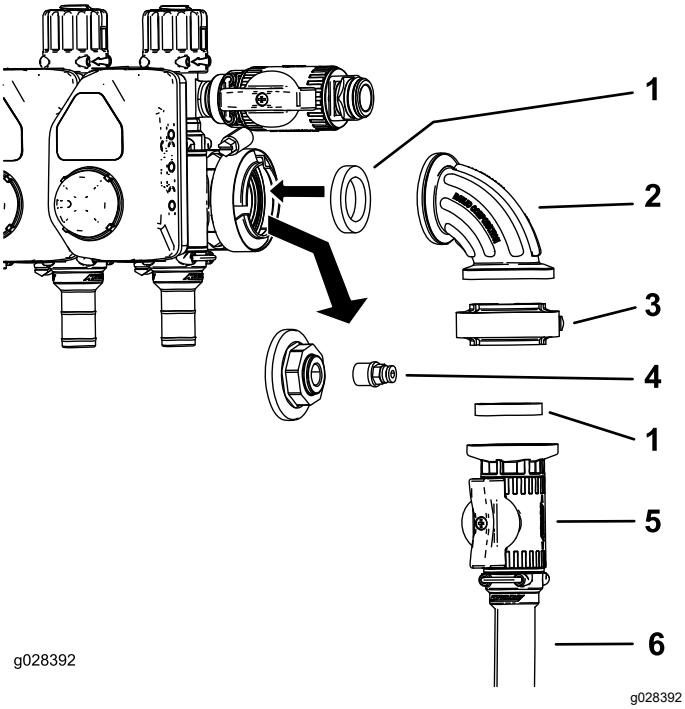
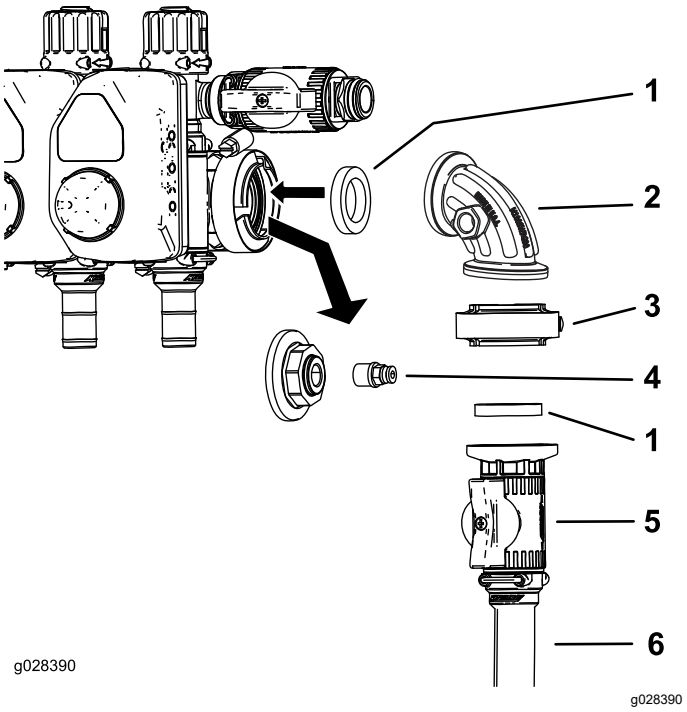

Rysunek 7
Rysunek 8
1. Zdejmij obejmę kołnierza mocująca zaślepkę i złączkę na króćcu manometru (Rysunek 7 lub Rysunek 8).
2. Zdejmij złączkę z zaślepki (Rysunek 7 i Rysunek 8).
3. Zamontuj zespół zaworu regulacyjnego w sposób pokazany na Rysunek 7 lub Rysunek 8.
4. Zamontuj złączkę w otwartym króćcu na kolanku 90 stopni (Rysunek 7 lub Rysunek 8).
Informacja: Króciec z boku kolanka 90 stopni dla Multi Pro 1750 i Multi Pro WM znajduje się z przodu (nie pokazano) złącza na Rysunek 7
5. Podłącz wąż zasilający bębna z wężem do zaworu regulacyjnego za pomocą obejmy węża (Rysunek 7 lub Rysunek 8).